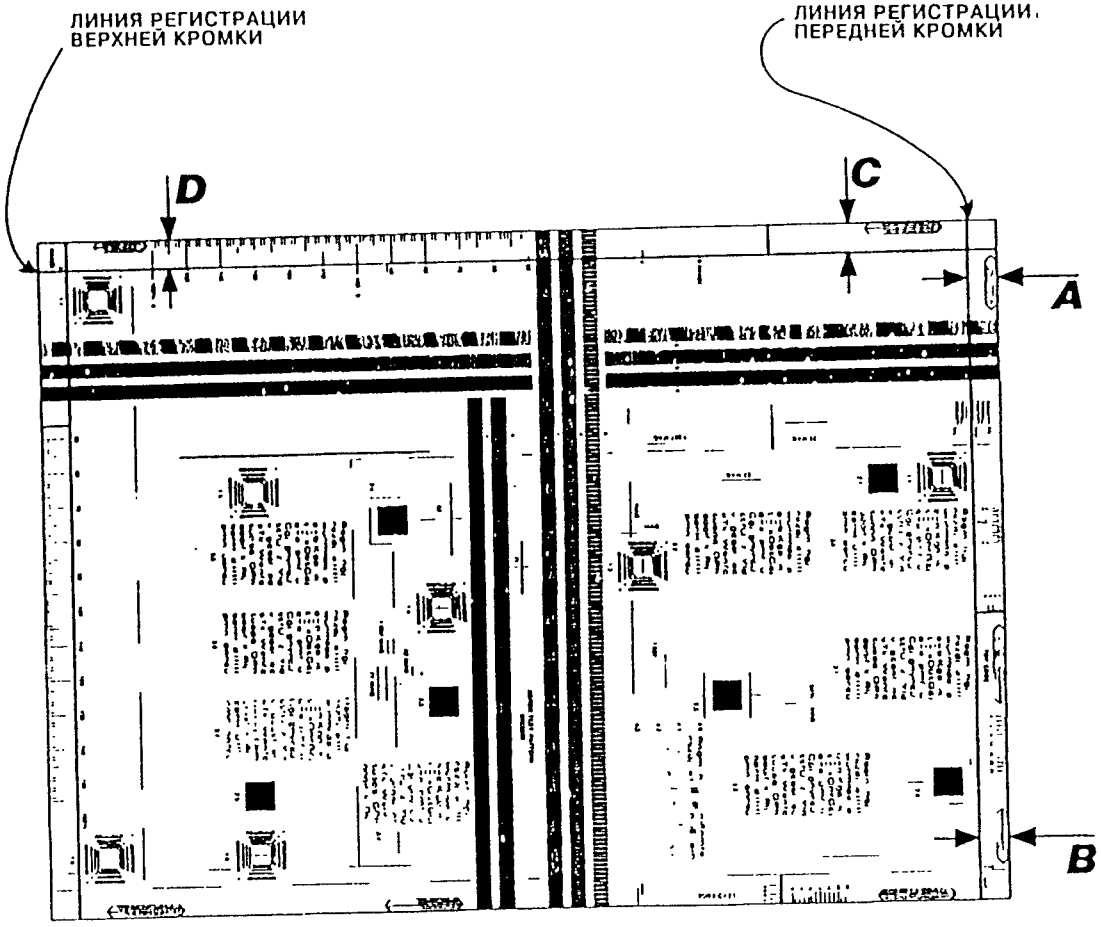

Рис. 1. Проверка перекоса
Для проверки величины перекоса передней кромки измерьте расстояние между линией регистрации передней кромки и кромкой копии в точках A и B (смотрите Рис. 1). Если эти расстояния различаются более чем на +/- 1,2 мм, то выполните процедуру **«Регулировка перекоса передней кромки»**.
Для проверки величины перекоса верхней кромки измерьте расстояние между линией регистрации верхней кромки и кромкой копии в точках C и D (смотрите Рис. 1). Если эти расстояния различаются более чем на +/- 1,5 мм, то выполните процедуру «Регулировка перекоса верхней кромки».
5. Проверьте соответствие перекоса техническим усло ((смотрите Рис. 1).